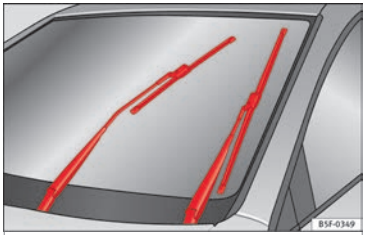

Fig. 71 Wipers in service position
- Turn the ignition on and off and then (within approximately 9 seconds) push the windscreen wiper lever down (short wipe). The windscreen wipers will move to the service position ››› Fig. 71.